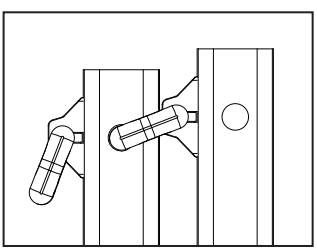
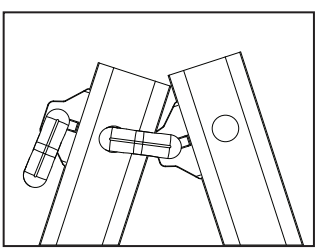

Figura 6
Figura 7
4) Baje la sección exterior de escalera con los sujetadores "J" desenganchados (véase la Figura 6) mientras se separan las dos secciones para formar el segundo caballete requerido para la posición de andamio. Véase la Figura 7.